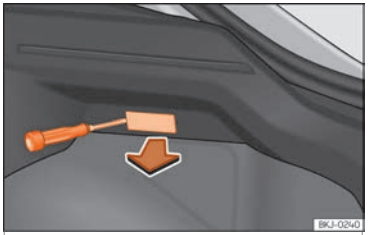

Fig. 63 Luz da bagageira.
– Extraia a tulipa pressionando o rebordo da parte interior da mesma, com a ajuda da parte plana de uma chave de parafusos ››› Fig. 63.